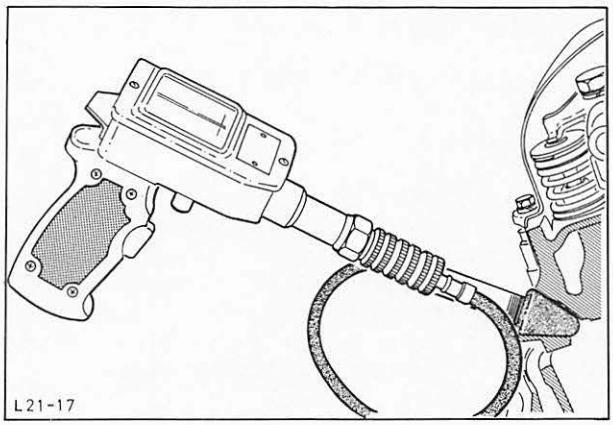

Abb. 24 Verdichtungsdruck-Prüfgerät
1. Zündkabel entfernen und Zündkerzen ausbauen. Diagrammblatt in Prüfgerät einlegen. Prüfgerät mit Abdichtgummi fest in die Zündkerzenbohrung drücken, Abb. 24. Motor bei voll geöffneter Drosselklappe des Vergasers so lange starten, bis der Zeiger des Prüfgerätes nicht mehr ansteigt.